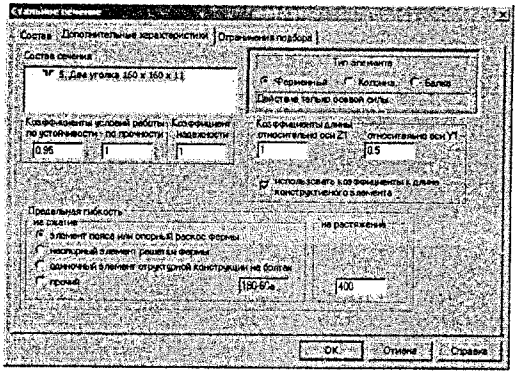

Рисунок 261
0.5. Крім того, в полі **Предельная гибкость на сжатие** ставимо позначку • напроти позиції **элемент пояса или опорный раскос фермы**, а **на растяжение** вводимо число 400, причому в полі **Коэффициенты условий работы** в рядку **по устойчивости** пишемо 0.95, а в рядку **по прочности** пишемо 1 та натискаємо кнопку **ОК** (рис. 261).